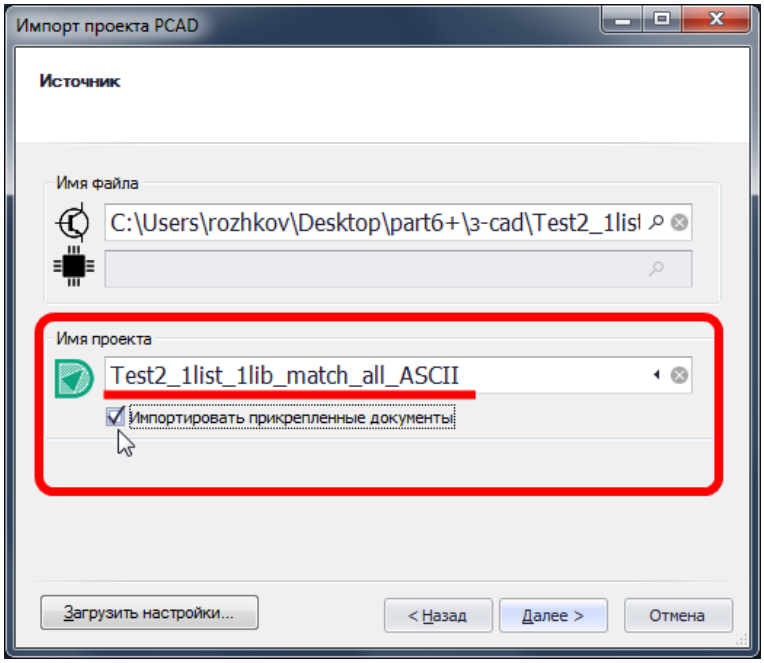

Рис. 360. Ввод имени импортируемого проекта
4. В поле «Имя проекта» указать имя импортируемого проекта (это имя будет использоваться для создания нового проекта), см. Рис. 360. Изначально это поле заполнено на основании имени файла для импорта.